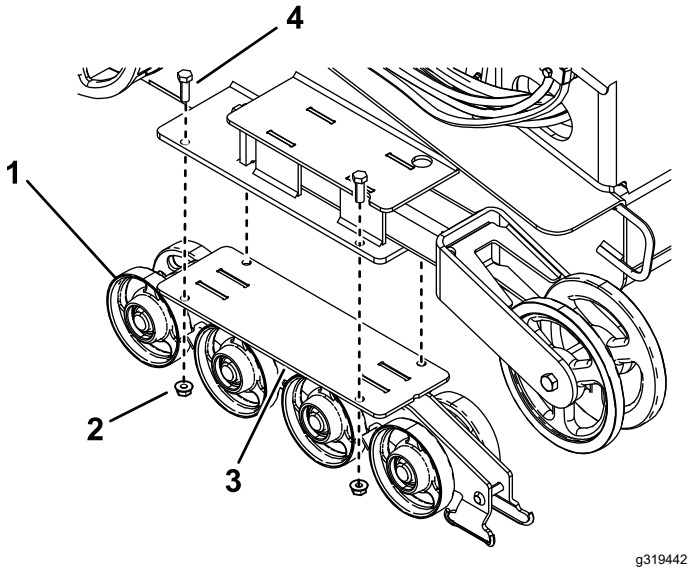

Figuur 48
4. Verwijder de 4 bouten en moeren waarmee elke onderste rupsbandgeleider met de wegwielen is bevestigd, en verwijder deze (Figuur 48).